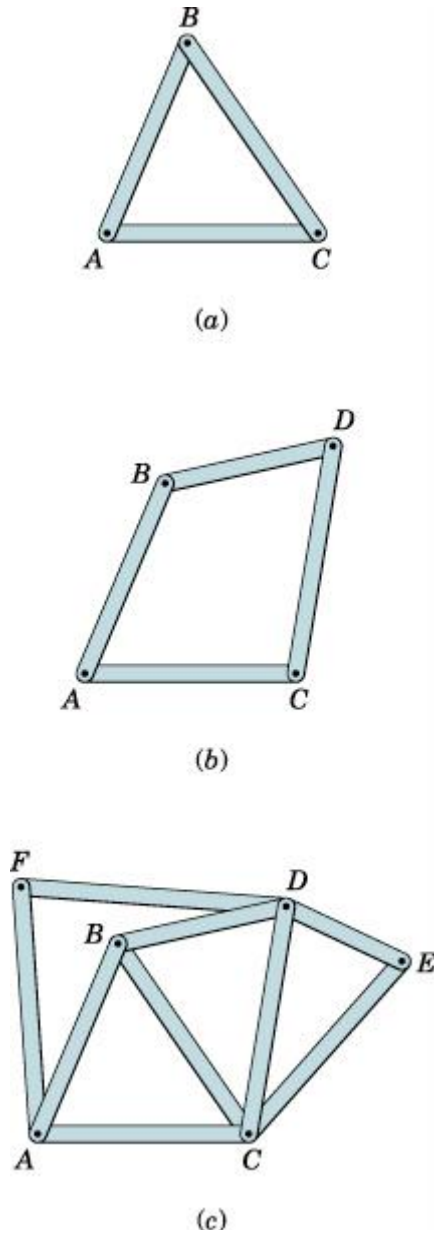

Fig. 6.4 Simple Truss
- The basic element of a plane truss is the triangle. Three bars joined by pins at their ends as shown in Fig. 6.4(a), constitute a rigid frame. The term *rigid* is used to mean non-collapsible and also to mean that deformation of the members due to induced internal strains is negligible.
- The basic truss element can be enlarged by attaching two new members BD and CD as in Fig. 6.4 (b). Four or more bars pin-jointed to form a polygon of as many sides constitute a non-rigid frame.
- The truss also can be extend by adding additional units of two end-connected bars, such as *DE* and *CE* or *AF* and *DF*, as in Fig.6.4 (c), which are pinned to two fixed joints. In this way the entire structure will remain rigid.